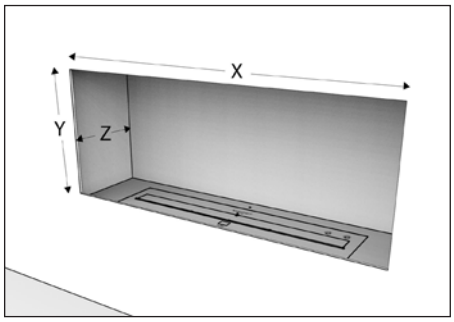

Fig.1
A. « INSTALLATION DANS UN FOYER » *(Fig.1)*